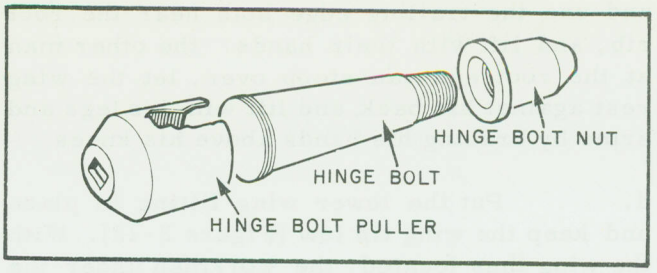
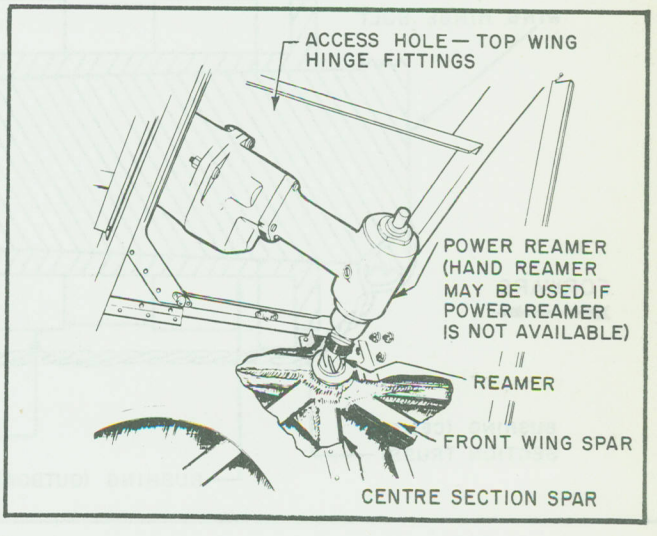

Figure 2-20 Wing Hinge Bolt and Puller
Figure 2-21 Reaming Truss Fitting
u. Clean out the hole, making sure all cutting oil and cuttings are removed. To check the bolt for proper fit and bearing surface, put a very thin coat of Prussian (bearing) blue or similar substance on the surface of the bolt. Then place the bolt in the reamed hole and hit it a solid blow with a rawhide mallet. Remove the bolt carefully with a bolt puller (Figure 2-20) so as not to distrub the blue coating. The blue coating will show where the bolt came in contact with the spar. If there is less than 85 percent of the surface touching, it is not acceptable and new bushings must be installed and reamed.
(4) Reaming Precautions - The following precautions should be observed:
b. The air-driven "power vane" is used to operate the reamer (Figure 2-21) and a steady pressure is applied to feed the reamer into the work. However, the hand methods, using an extension handle on a hand ratchet wrench, with the proper adapter to fit the reamer, will suffice if a "power vane" is not available.